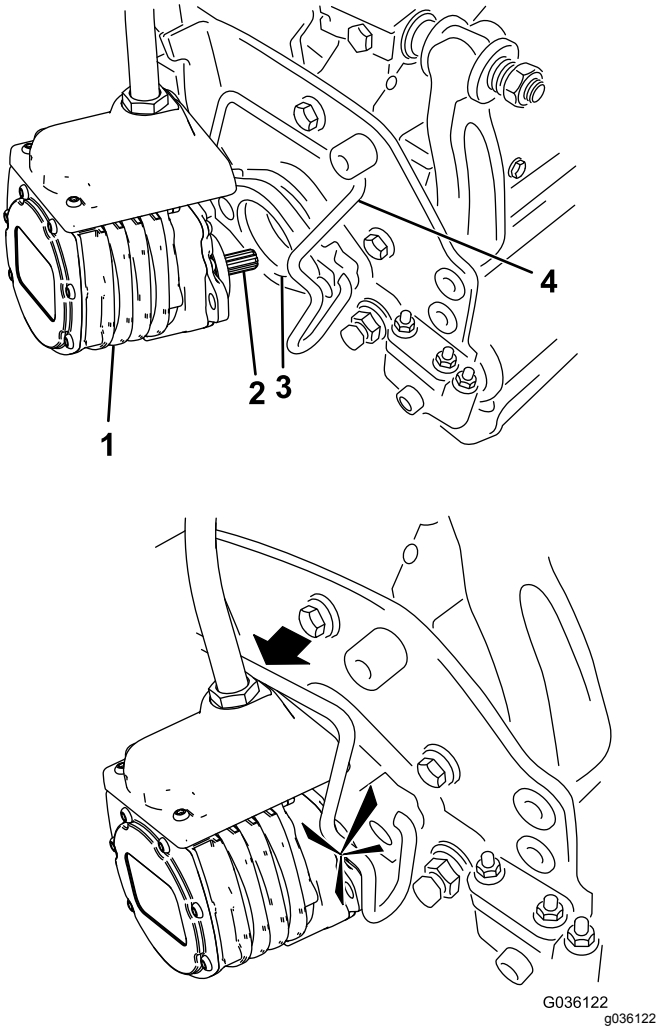

Figuur 51
6. Smeer schoon vet op de sleufas van de motor van het maaidek (Figuur 51).
7. Steek de motor in de linkerkant van het maaidek (gezien vanuit de bestuurdersstoel) en trek de motorbevestigingsstang op het maaidek in de richting van de motor totdat u aan beide kanten een klik hoort (Figuur 51).